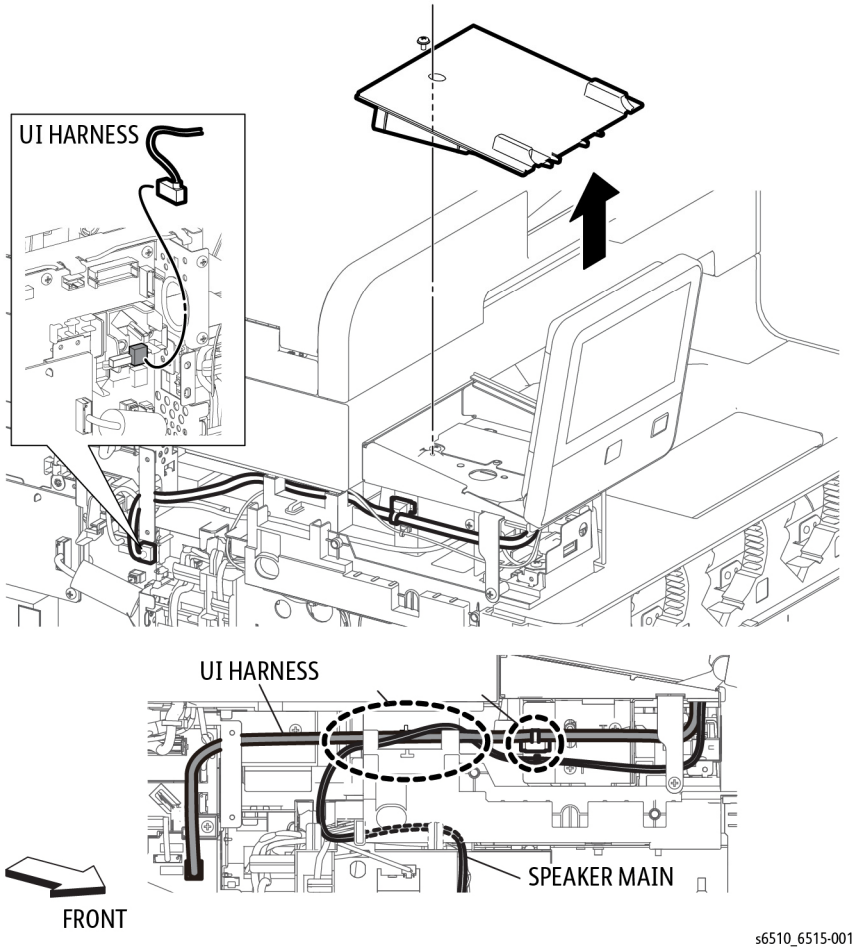

Figure 1 Release the UI Harness from the Printer (MFP)
6. Refer to Figure 1 to unplug the UI Harness from the ESS Board.